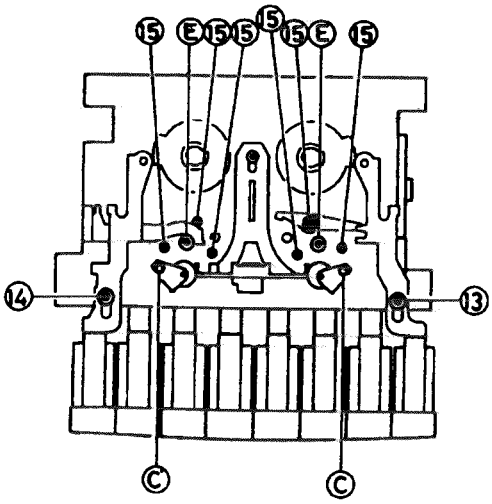

Fig. 2-19
■ **Removal of button base assembly** (See Fig. 2-19)
1. Turn the mechanism upside down and remove two screwes ⑫ retaining the button base assembly.
2. Remove one screw ⑬ retaining the pause button lever.
4. Push the reverse button lever and remove one screw ⑭ retaining the reverse button lever. Then, remove the button reverse stud.